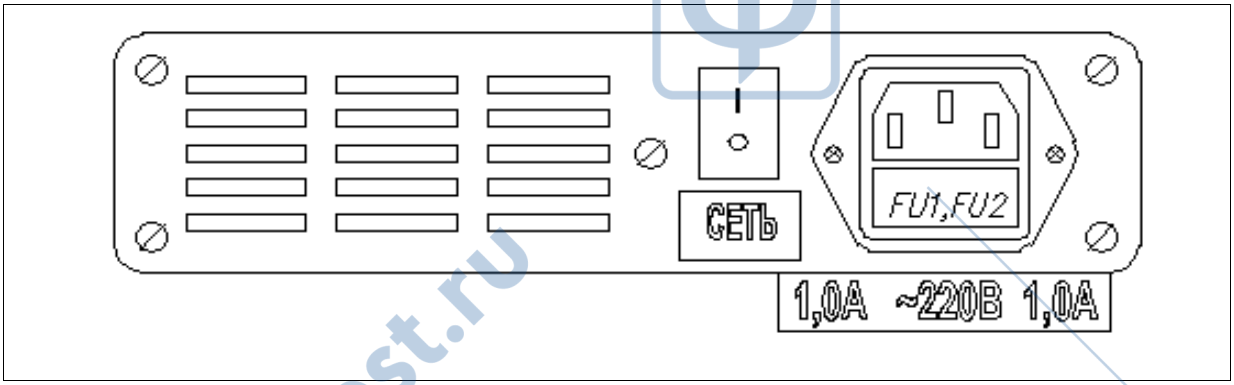

Рисунок 3 - Внешний вид панели питания облучателя
Панель питания облучателя (рисунок 3) содержит:
3) подключить сетевой кабель из состава облучателя к разъему сетевой вилки, расположенной на панели питания облучателя (рисунок 3).
2.3.4 Подключить облучатель к питающей сети ~220В, 50Гц с помощью сетевого кабеля и установить переключатель СЕТЬ, расположенный на панели питания (рисунок 3), в положение «I».